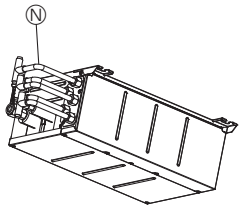

Fig. 8-7
► **To divide the wirings of each terminal block into 2 branches outside the branch box, use 2-branch wiring conduits Ⓝ. (Fig. 8-7)**